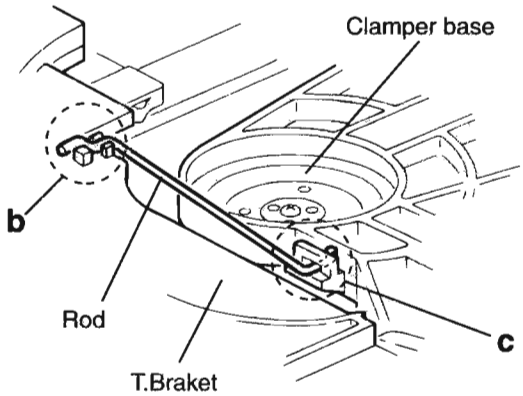

Fig.2
■ Removing the CD tray assembly (See Fig.2~4)
5. From the T.bracket section "b" and clamper base section "c" , remove both of the edges fixing the rod(See Fig.2 and 3).